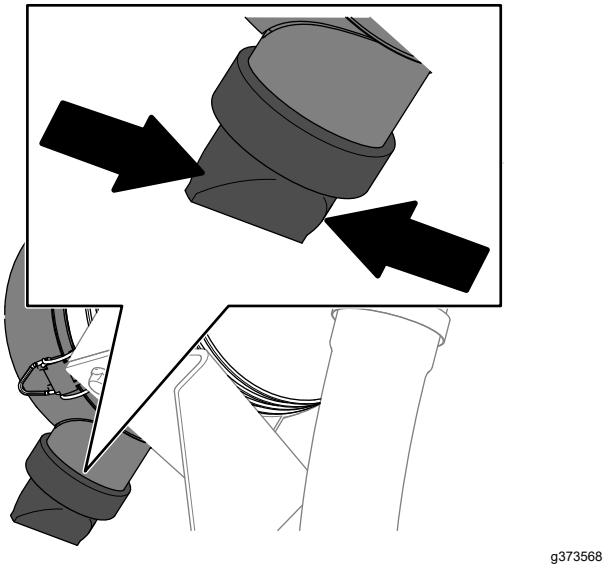

Figuur 78
5. Knijp de stofuitlaatklep in (Figuur 78).